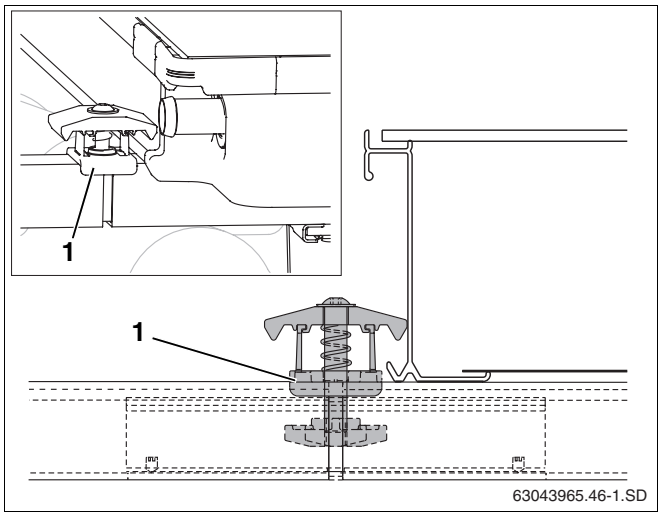

Rys. 45 Montaż podwójnej zapinki kolektora
- Podwójną zapinkę z nakrętką do przodu włożyć do otworu szyny profilowanej i łącznika wsuwanego w ten sposób, aby plastikowa wkładka dystansowa (rys. 45, **poz. 1**) obejmowała szynę profilowaną.